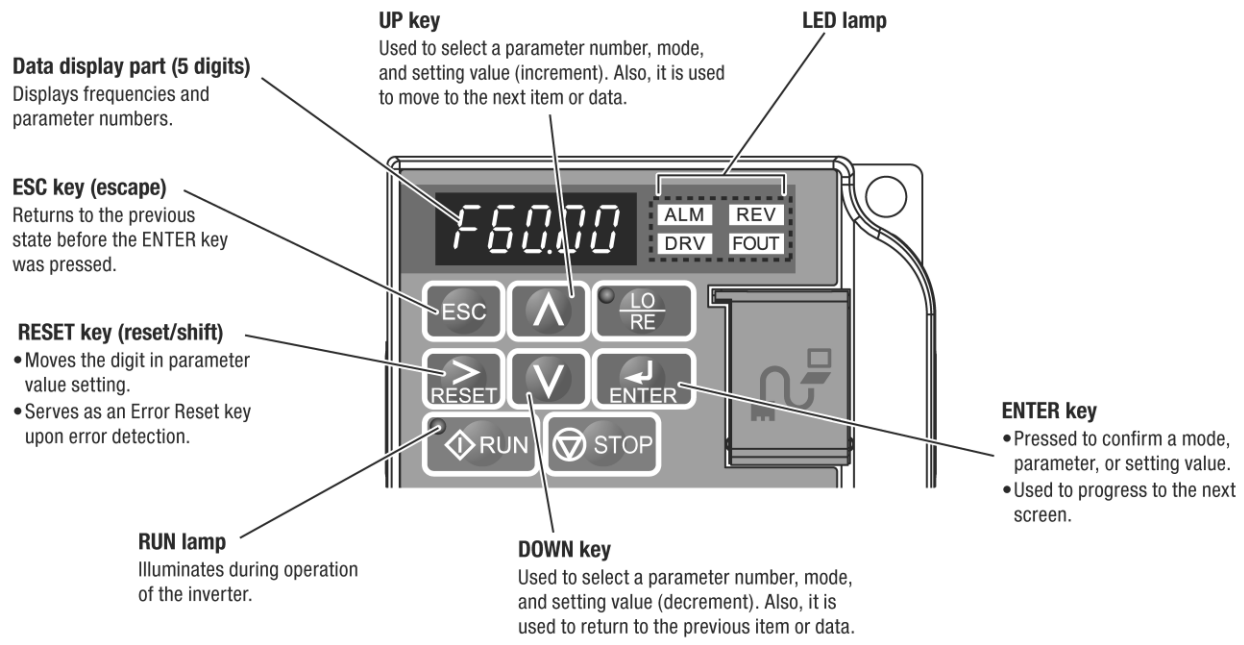

Figure 3-8 VFD Keypad/Display Interface
3.6.4 The VFD is controled by a Keypad/Display Interface. Refer to Figure 3-8 for Keypad/Display Interface functions and descriptions.